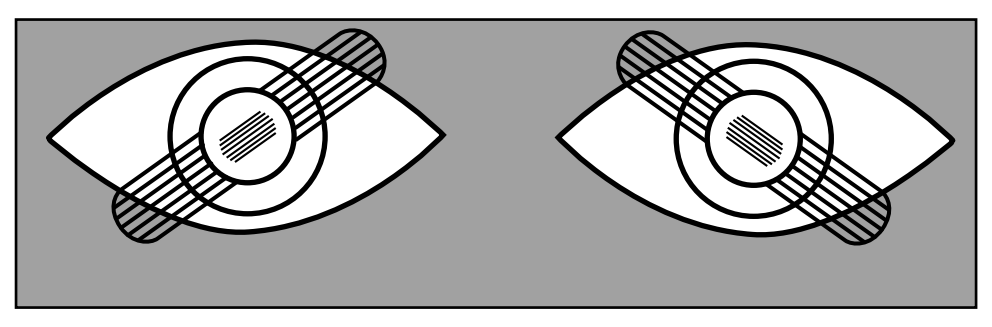

Afbeelding 7 Afbeelding 8
2. Ga door met de neutralisatie: neutraliseer eerst één hoofdmeridiaan, dan een van 90° verder weg om de tweede hoofdmeridiaan te neutraliseren (Afbeelding 7 en 8).